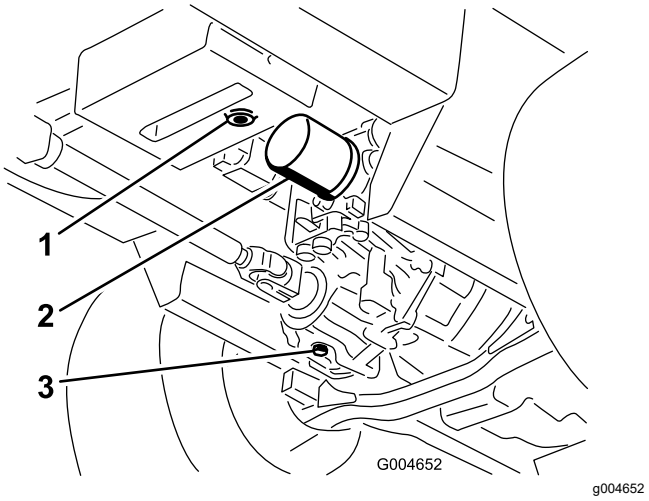

Figuur 96
3. Plaats een grote bak onder het hydraulische reservoir en de versnellingsbak en verwijder de aftappluggen om alle hydraulische vloeistof weg te laten lopen (Figuur 96).
4. Reinig de omgeving van het hydraulische filter en verwijder het filter (Figuur 96).